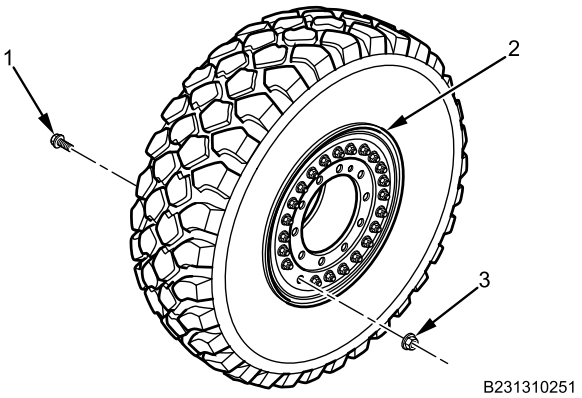

Figure 2. Wheel Nuts and Bolts.
5. Inspect wheel nuts (Figure 2, Item 3) and bolts (Figure 2, Item 1) for damage or looseness. Except as noted, if bolt or nut is missing or damaged, replace as necessary.
7. If replacing because of damage, install new nut (Figure 2, Item 3) or new nut and new bolt on wheel assembly (Figure 2, Item 2). Torque to 161 lb-ft (218 N•m).